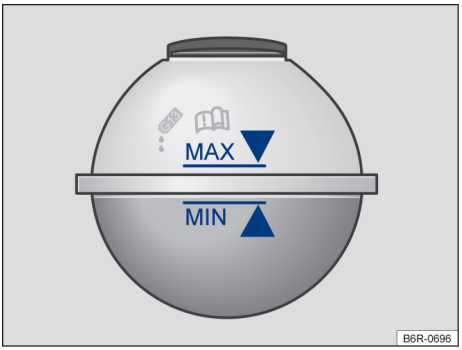

Fig. 127 No compartimento do motor: marcação no reservatório de expansão do líquido de arrefecimento do motor.
– Com o motor frio, verificar o nível do líquido de arrefecimento do motor pela marcação lateral do reservatório → Fig. 127.
– O nível do líquido de arrefecimento do motor deve permanecer dentro da marcação do reservatório → Fig. 127. **Não completar acima da marca “MAX”** → ⓘ !
- Completar com líquido de arrefecimento do motor somente até a marca “MAX” → Fig. 127. Caso contrário, ao aquecer-se, o líquido excedente será expulso do sistema de arrefecimento do motor e poderá causar danos.